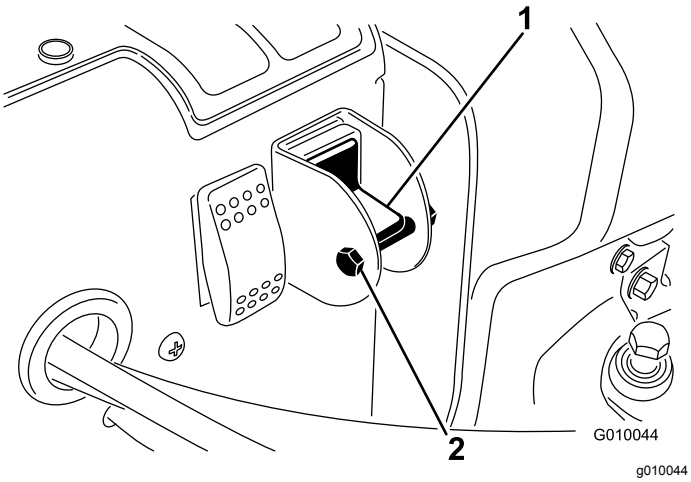

Figur 30
4. Fjern låsebolten og mutteren fra velgerbryteren (Figur 30).